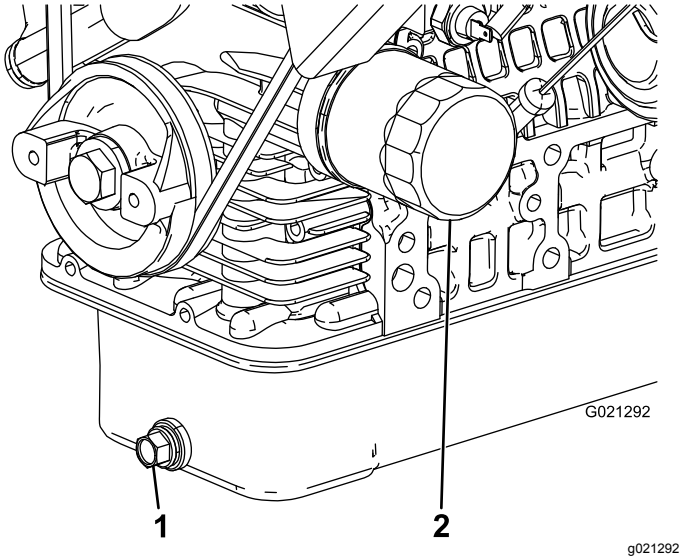

Figur 37
2. Ta bort avtappningspluggen och låt oljan rinna ner i ett avtappningskärl (Figur 37).
4. Avlägsna oljefiltret (Figur 37).